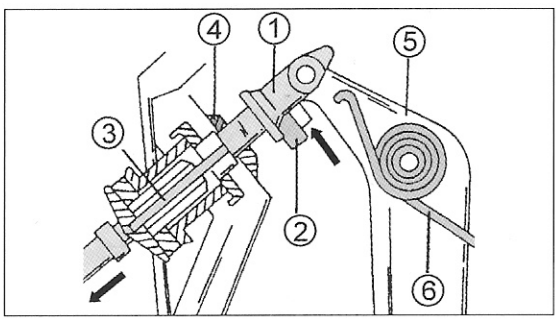

Bild 196
- Das Seil nach oben führen, bis die Sicherung vom Pedal gelöst werden kann. Das Seil wird durch eine Büchse gehalten, welche durch einen Clip befestigt ist. Zum Ausbau des Clips einen Schraubendreher benutzen und in Pfeilrichtung von Bild 196 dagegendrücken.